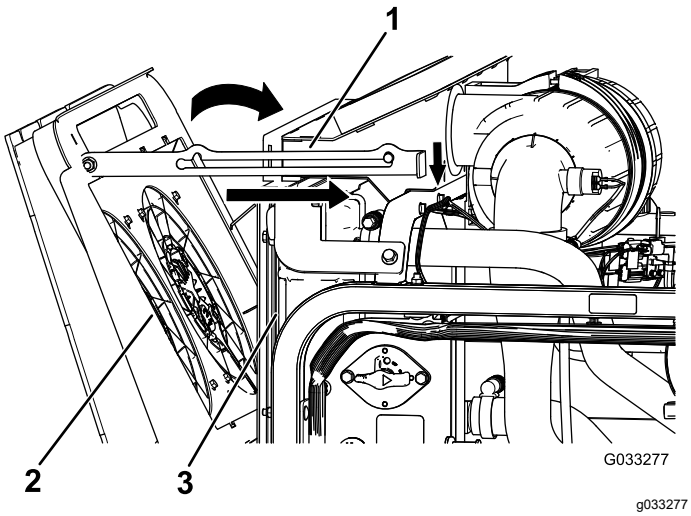

Figuur 120
4. Draai de koelventilators van de motor naar voren en zet de steunstang vast in de inkeping (Figuur 120).